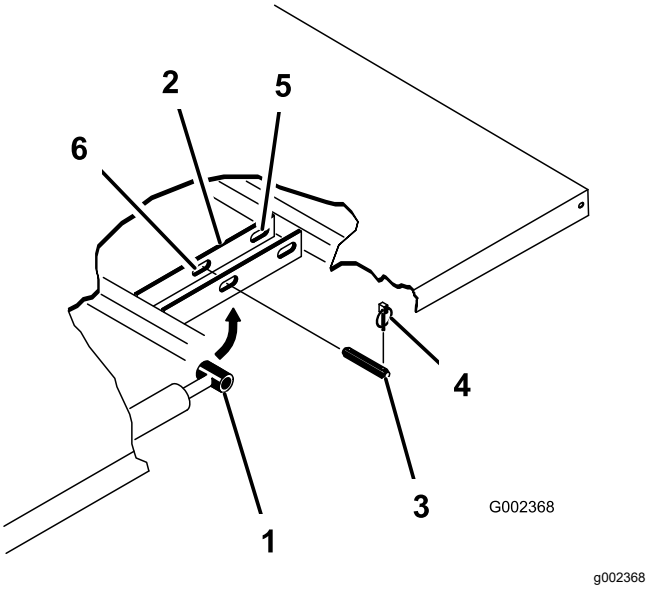

Figur 23
3. Tag ringstifterne af de yderste ender af cylinderstangens gaffelbolte (Figur 23).
4. Afmonter de gaffelbolte, der fastgør cylinder-stangens ender til ladmonteringspladerne, ved at skubbe boltene indad (Figur 23).
5. Afmonter de ringstifter og gaffelbolte, der fastholder aksebeslagene på stelkanalerne (Figur 23)